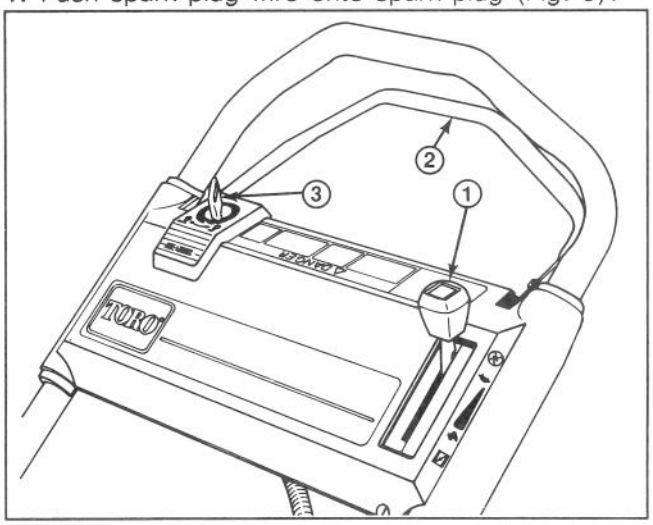
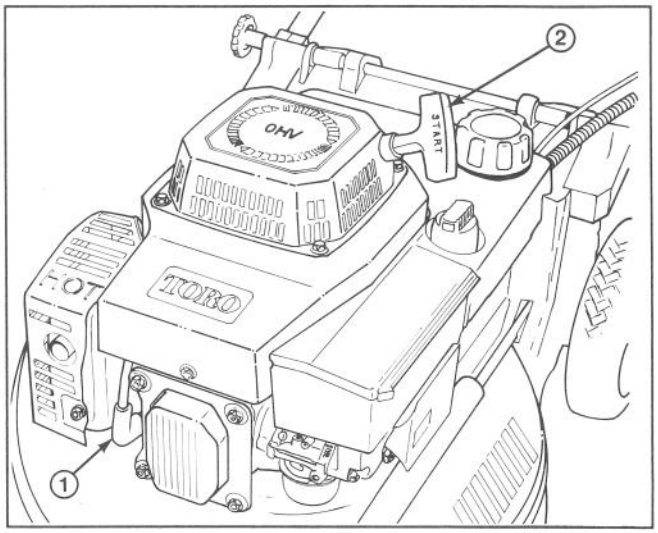
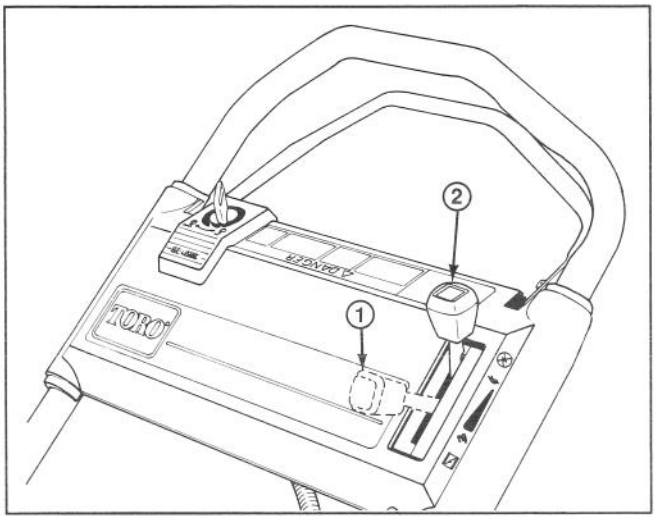

Figure 8
Figure 9
Figure 10
CONTROLS—Key switch (electric start model), throttle, and self-propel control bar are on upper handle (Fig. 8). Recoil starter is on top of engine (Fig. 9).
1. Push spark plug wire onto spark plug (Fig. 9).
2. KEY-LECTRIC STARTING (electric start model)—Move throttle forward to CHOKE position (Fig. 10). Turn key (Fig. 8) to START and release when engine begins running. Move throttle rearward to FAST position or regulate engine speed as desired. If the battery's charge is too weak to start the engine, use the recoil starter (Fig. 9).
3. MANUAL STARTING—Move throttle forward to CHOKE position (Fig. 10). Pull engine mounted recoil starter (Fig. 9) out until slack in rope is taken up. Then pull vigorously to start the engine. When engine starts, move throttle to FAST position or regulate engine speed as desired.
4. STOPPING (Fig. 10)—To stop engine, move throttle rearwards to ENGINE OFF position. Remove key from switch and pull wire off spark plug if mower will be unattended or not used.